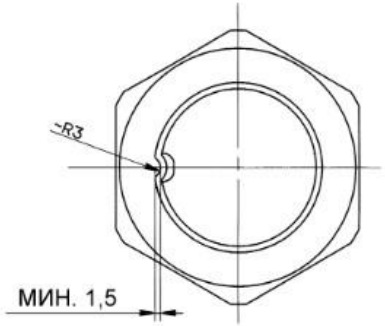

Рис. 6.18. Фиксация стопорной гайки
8. Выполнить протяжку гаек рулевых наконечников с моментом 6..8 кгс*м и гайки крепления сошки с моментом 31,6…33,7 кгс*м. Закернить стопорную гайку, как показано на Рис. 6.18.
13. При увеличенном зазоре от упорного болта 1 (рисунок 6.18) до балки (более 0,5…1 мм) (колеса ВТС стоят на твёрдой опорной поверхности, двигатель запущен) выполнить дополнительную регулировку упоров: